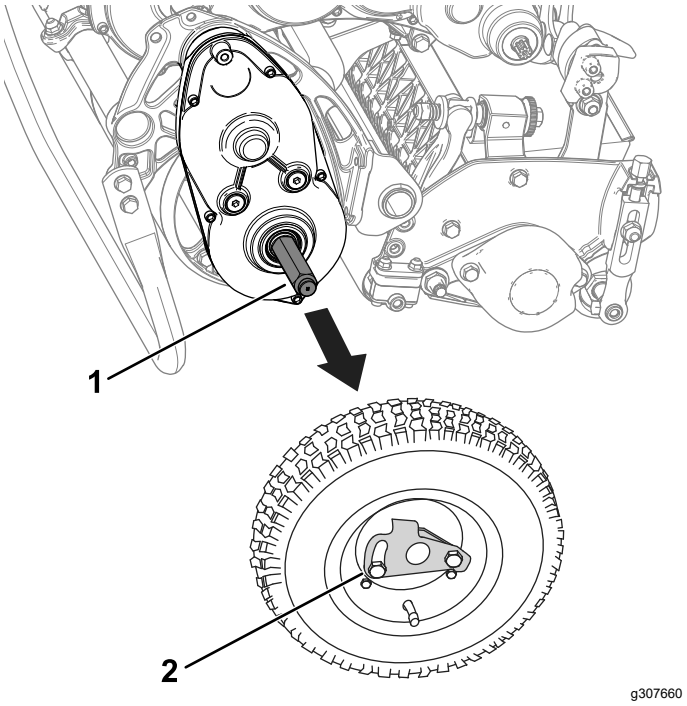

**Figure 16**
3. Déposez les roues de transport en poussant les clips de verrouillage hors des arbres (Figure 16).